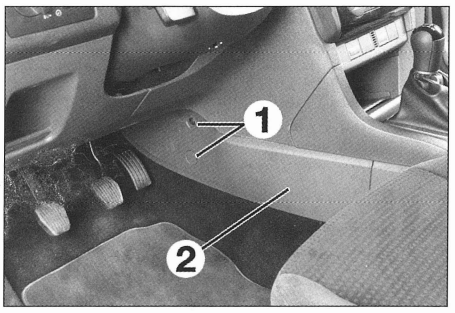

FIG. 25
• Desmontar los tornillos (1) **(fig. 25)** y las prolongaciones de la consola central (2) (una a cada lado).